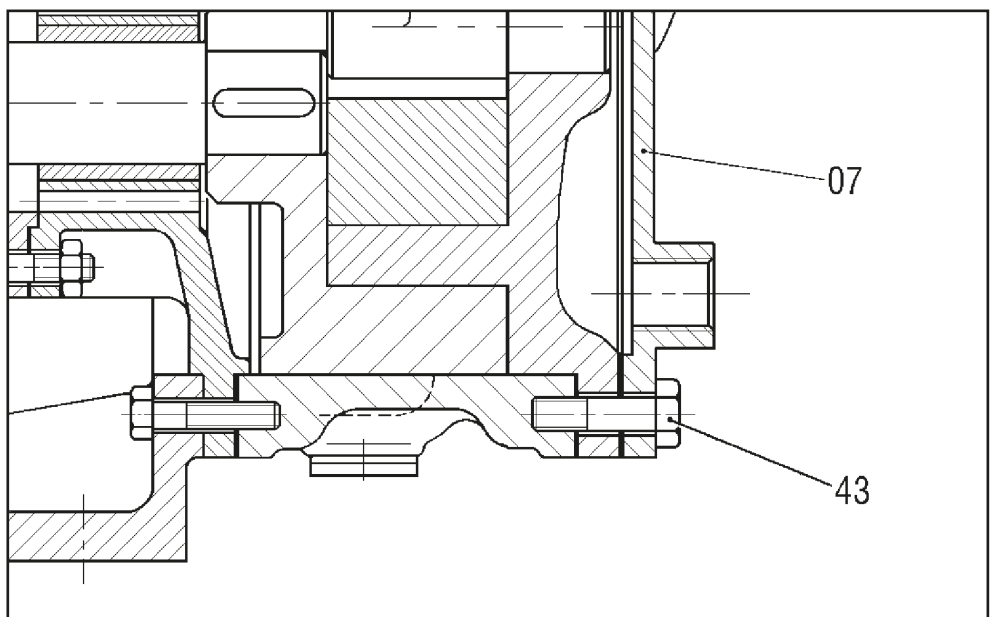

Abb. 12
- ☐ Falls die Pumpe mit einer Heizkammer auf der Abdeckung ausgestattet ist (07), so wird diese von der Abdeckung getrennt, sobald die Schrauben (43) entfernt werden (siehe Abb. 12).